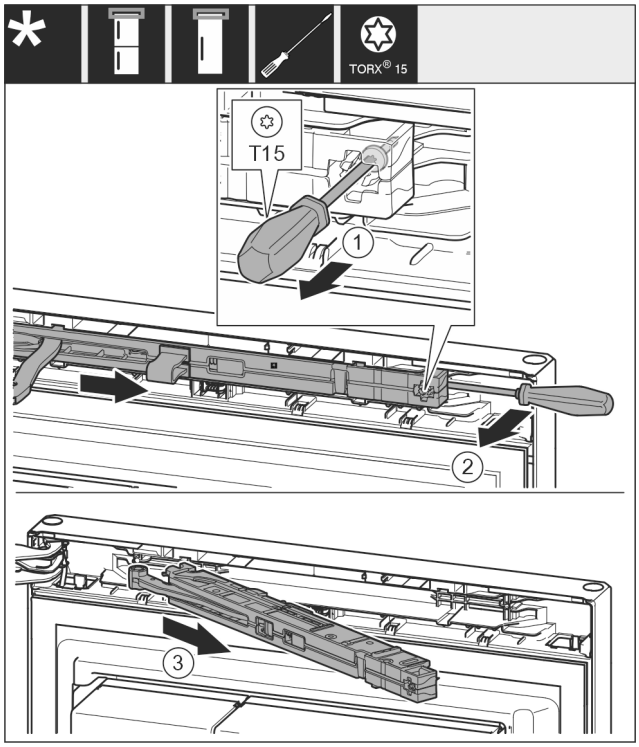

Fig. 15
▶ Šroub *Fig. 15 (1)* na jednotce tlumiče zavírání povolte šroubovákem 14 mm.
▶ Vypačte jednotku tlumiče zavírání *Fig. 15 (2)* na straně madla šroubovákem dopředu.
▶ Vytáhněte jednotku tlumiče zavírání *Fig. 15 (3)*.